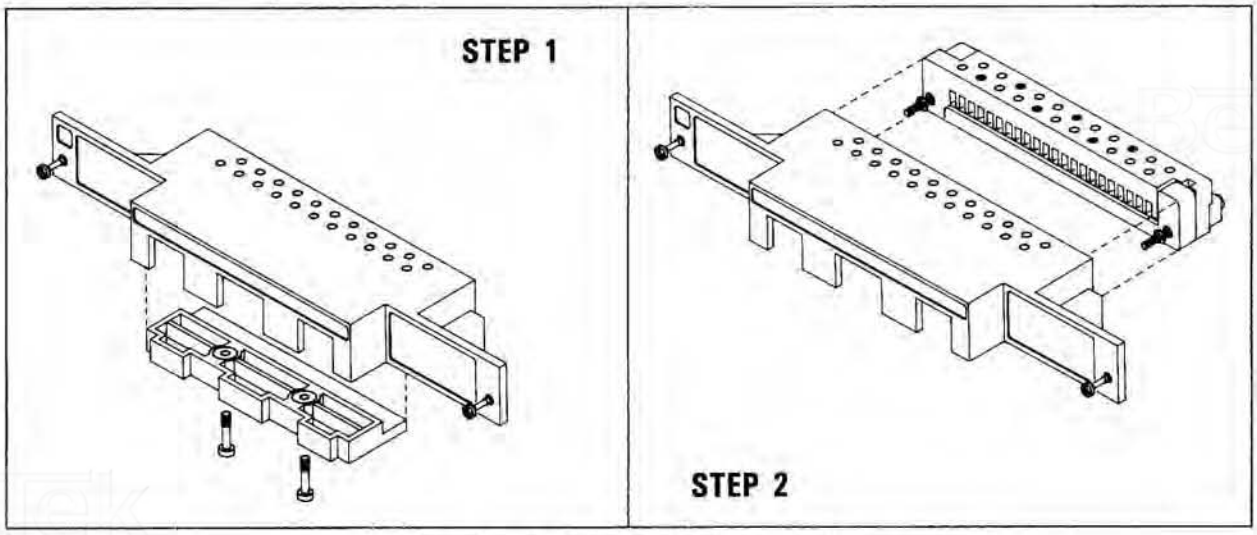

Figure 2-13. Wiring Block Disassembly
a. Remove the Strain Relief Plate from the bottom of the Strain Relief Housing (Figure 2-13, Step 1)
b. Remove the Wiring Block from the Strain Relief Housing (Figure 2-13, Step 2).